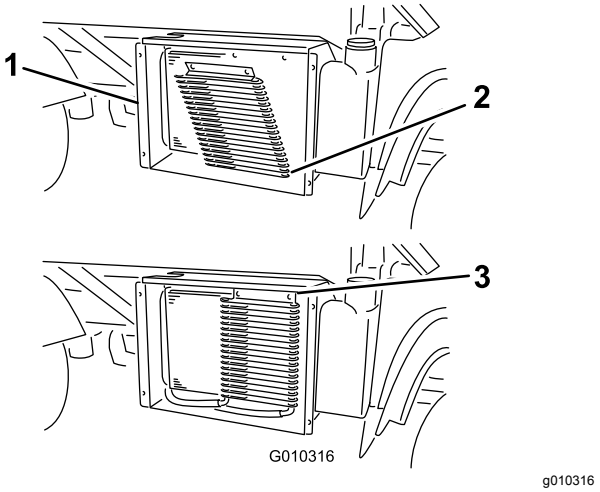

Rysunek 51
6. Obróć zaczepy, jeżeli stanowią część wyposażenia, i odchyl chłodnicę oleju od chłodnicy (Rysunek 51).